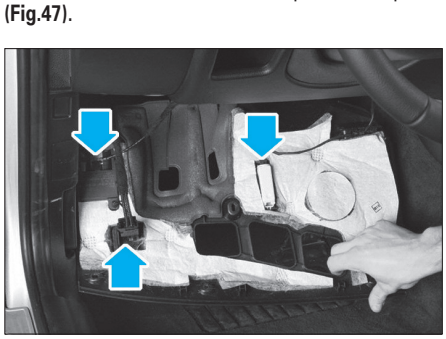

Fig. 47
• Abaisser la garniture de pédalier pour débrancher tous les connecteurs visibles puis la déposer **(Fig.47)**.